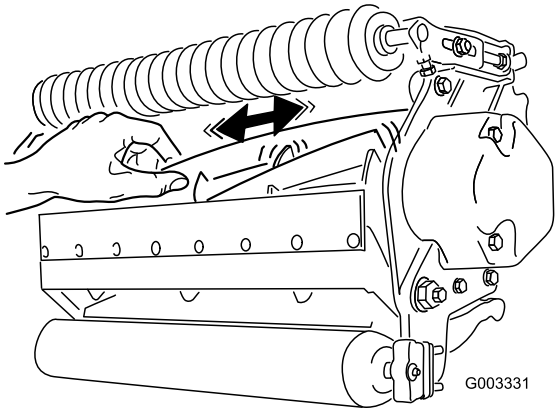

Figuur 23
2. Houd met een lap of dik gevoerde handschoen het mesblad vast en probeer de messen zijdelings te bewegen (Figuur 23).